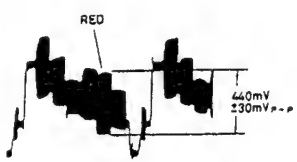

Fig. 4-44
(Figs. 4-44 - 4-50)
When using an oscilloscope (Fig. 4-44)
3) Press the [U] and [D] keys to set the red level to 440mV ± 30mV. (Fig. 4-44)